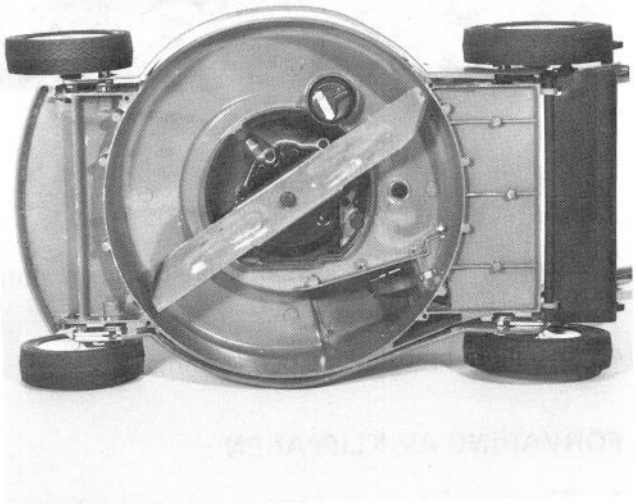

Bild 28
2. Vänd gräsklipparen på högra sidan (Bild 28).